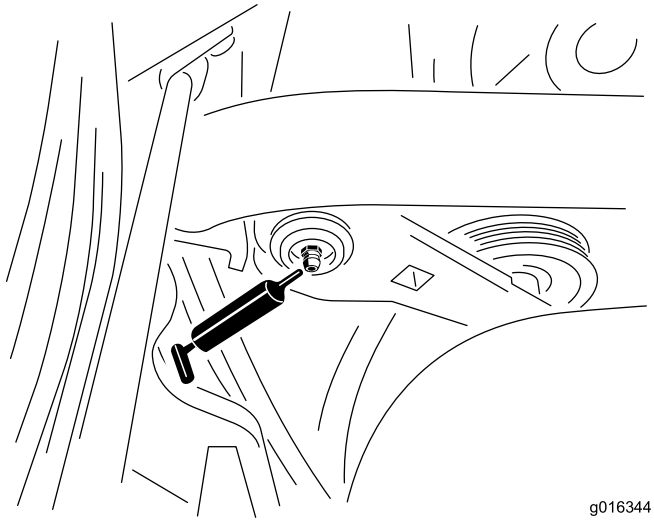

Figur 43
1. Tør smøreniplen ren, så der ikke kan komme fremmedlegemer ind i lejet eller bøsningen (Figur 43).